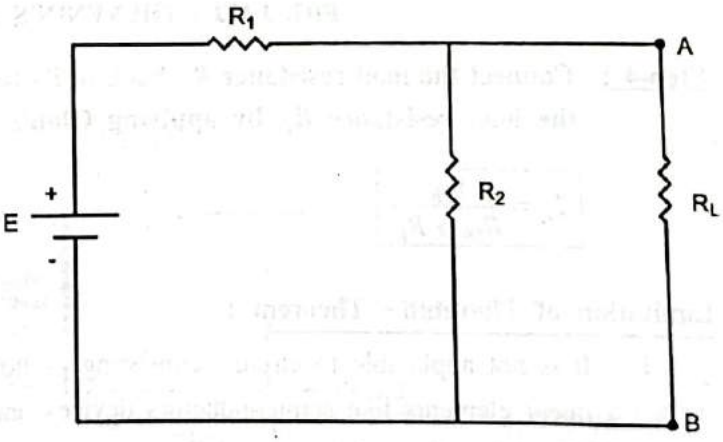

**FIG. 1.109 : ORIGINAL NETWORK**
- Consider the Network shown in Fig. 1.109 and we want to find current flowing through $R_L$.